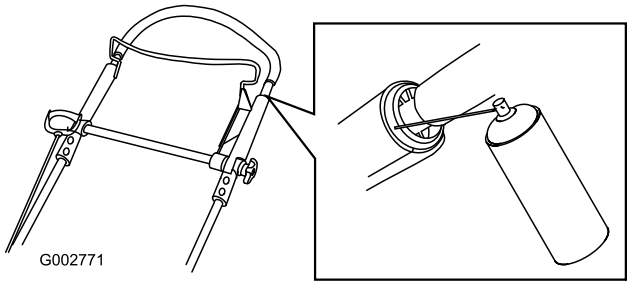

Figur 33
1. Spray den ytre plastenden av det indre håndtaket (Figur 33).